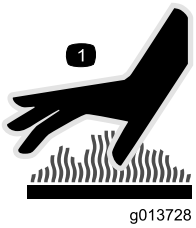

Figur 3
- Rør aldrig ved en varm motor eller lydpotte (Figur 3).